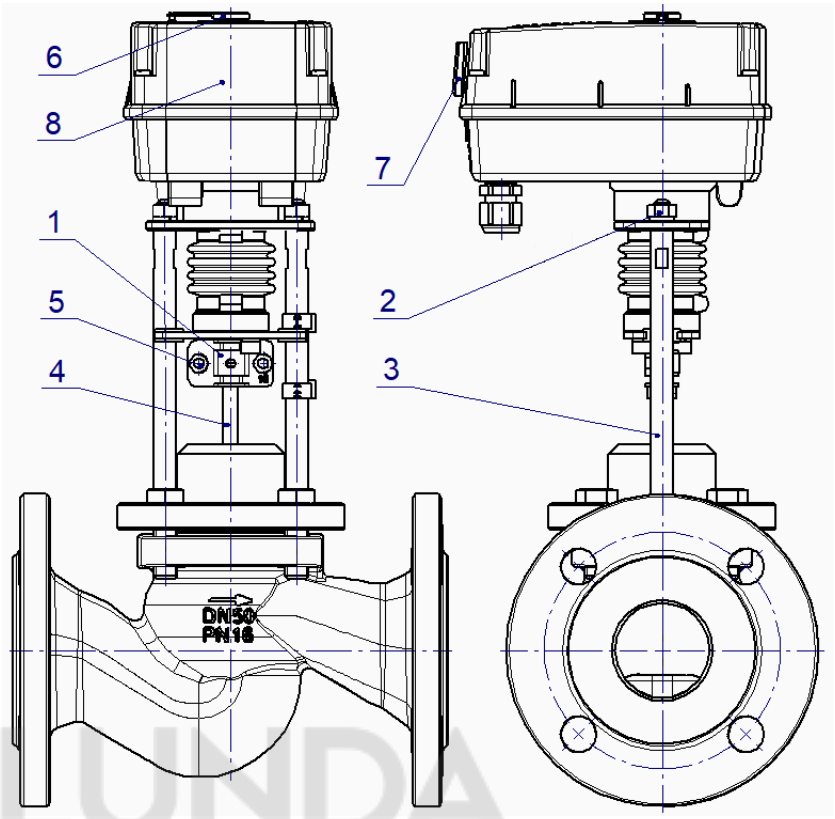

Рисунок 2 – Монтаж электропривода
Последовательность присоединения (см. рисунок 2) электропривода на арматуру приведена ниже и проводится в следующем порядке:
- отсоединить электропривод от арматуры, открутив гайки со стопорными шайбами (2) и винты (5) муфты (1) (см. рисунок 2);